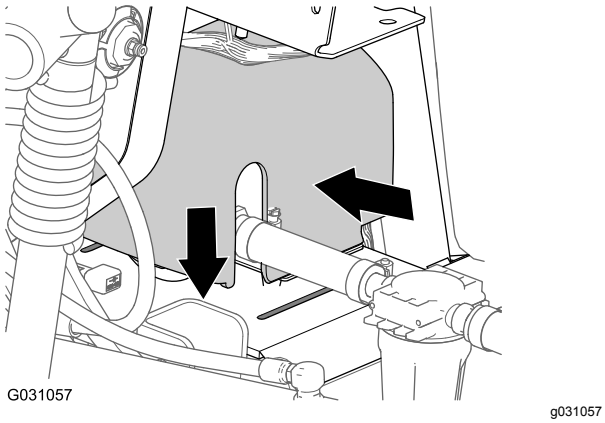

Figuur 187
2. Lijn het deksel van de spoelpomp uit met de zittingplaat van de spoelpomp (Figuur 187).
3. Druk de zijkanten van het deksel van de spoelpomp samen en lijn de lipjes van het deksel uit met de zittingplaat (Figuur 187).
4. Steek de lipjes in de gleuven en laat de zijkanten van het deksel los (Figuur 187).